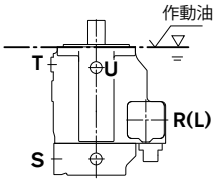

図 1
a) 最小液面レベルが、ポンプのマウンティングフランジ部に等しいか、またはそれより上の場合: ポートR/L、T および S はオープンです (図 1 を参照)。